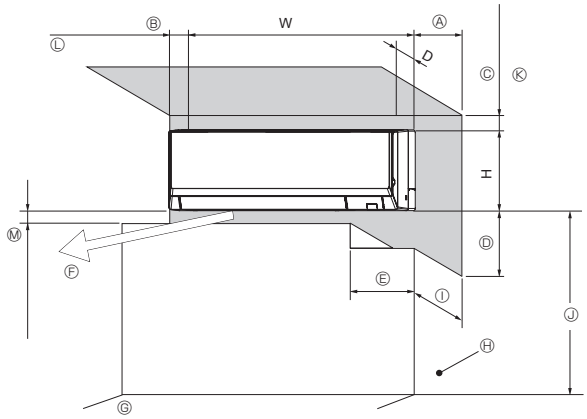

Fig. 2-1
2.1. Dış ölçüler (İç ünite) (Fig. 2-1)